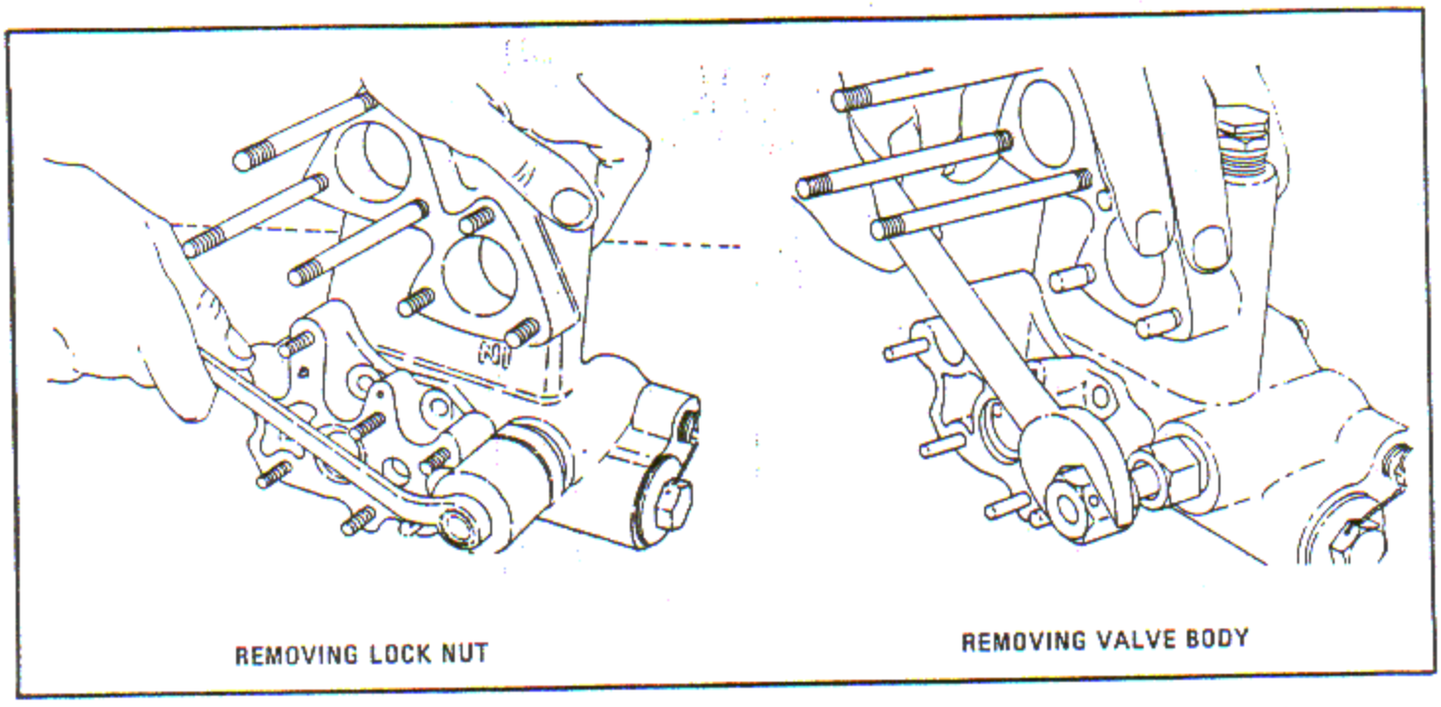

Figure 4-47. Removing Adjusting Screw Lock Nut and Oil Pressure Relief Valve Body
c. Unscrew the oil pressure relief valve cap and take off the washer. Remove the adjusting screw lock nut using wrench, and remove the nut lockwasher. See figure 4-47. Unscrew the adjusting screw and remove the spring and valve. Remove the valve body with wrench, as shown in figure 4-47. Remove the valve lock ring on the increased capacity pump.